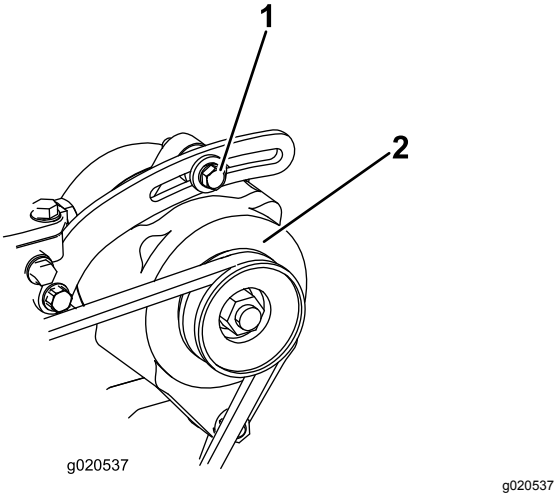

Figur 97
1. Hvis afbøjningen ikke er 10 mm, skal generatorens monteringsbolte løsnes (Figur 97).